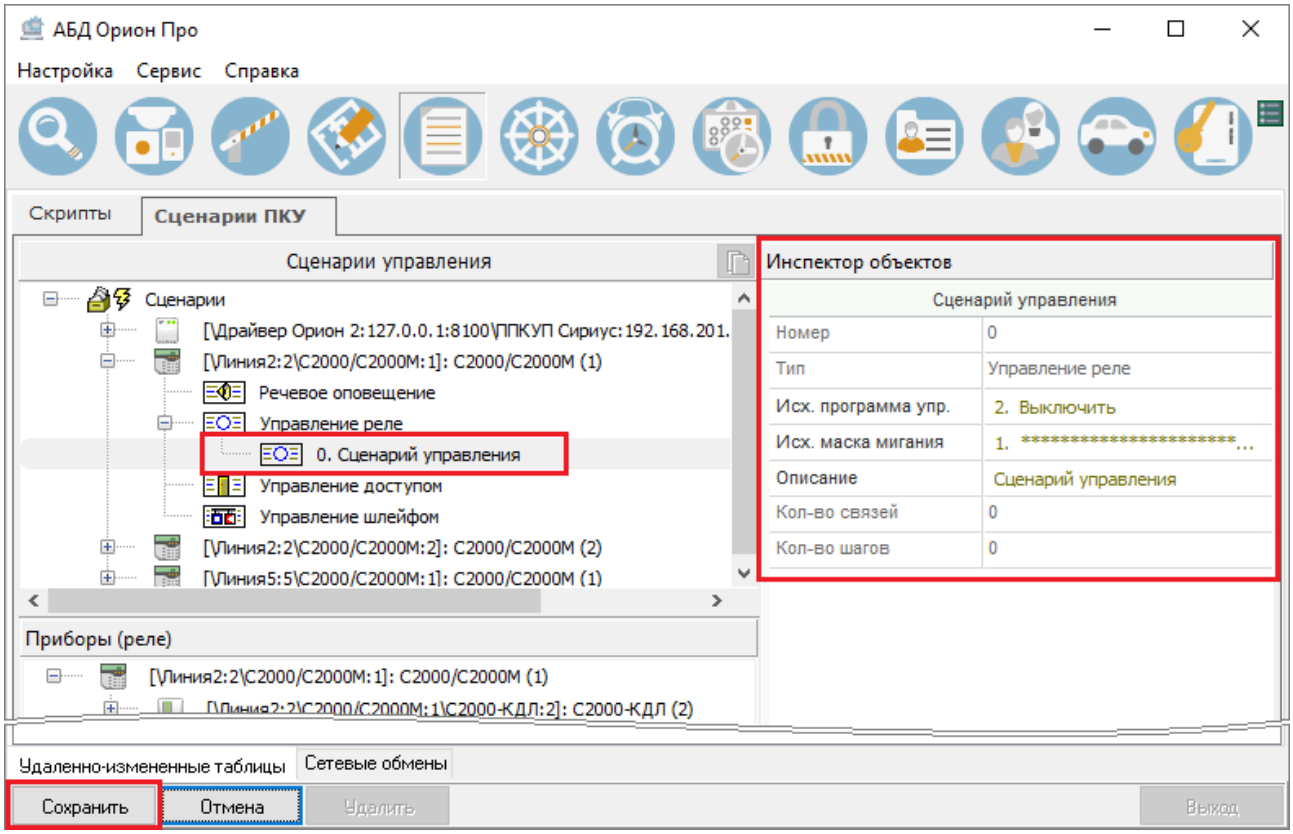

Рисунок 6-626 Создаваемый сценарий типа "Управление реле" и его свойства в инспекторе объектов
- либо кнопку «Сохранить», чтобы подвердить сохранение создаваемого сценария (см. Рисунок 6-626),